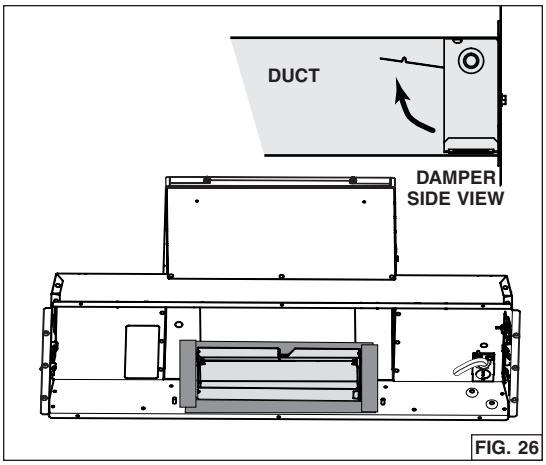

FIG. 26
4. From inside the unit, slide the 3¼" x 10" adapter/damper in the horizontal duct, then attach it to the unit using aluminum duct tape all around the joint (FIG. 26). Ensure the damper opens as shown in damper side view.